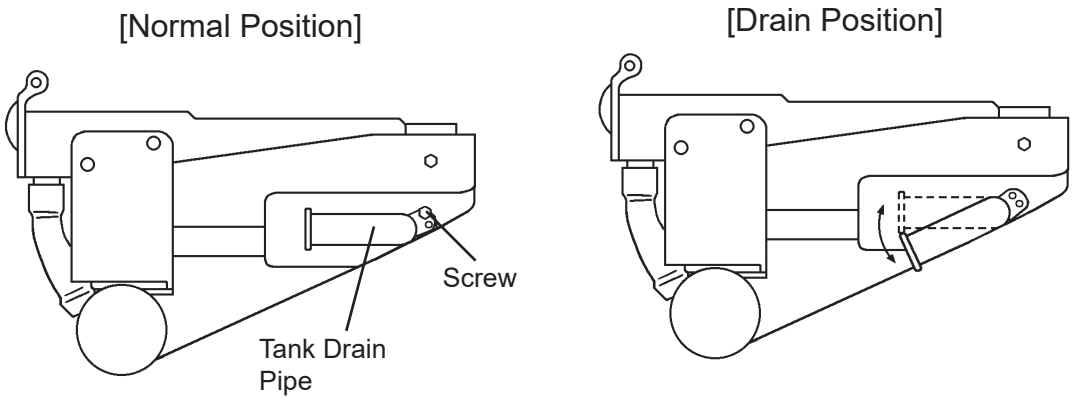

Fig. 1
4) Move the tank drain pipe to the drain position. See Fig. 1.
6) Remove the screw, and move the tank drain pipe to the drain position. See Fig. 1.